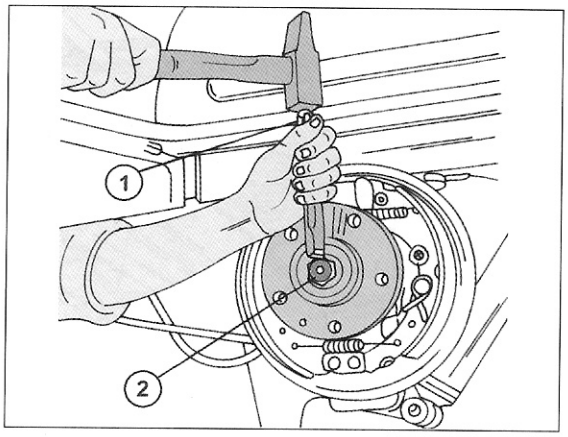

Bild 255
- Den Bund der Mutter in dieser Stellung an gegenüberliegenden Stellen mit einem stumpfen Dorn in den Achsstumpf verstemmen. Dabei den Dorn in der in Bild 255 gezeigten Weise ansetzen. Beim Einschlagen der Verstemmung genau senkrecht schlagen, da sich anderenfalls die Mutter nach links oder rechts verstellen kann und das Radlagerspiel wieder verstellt.